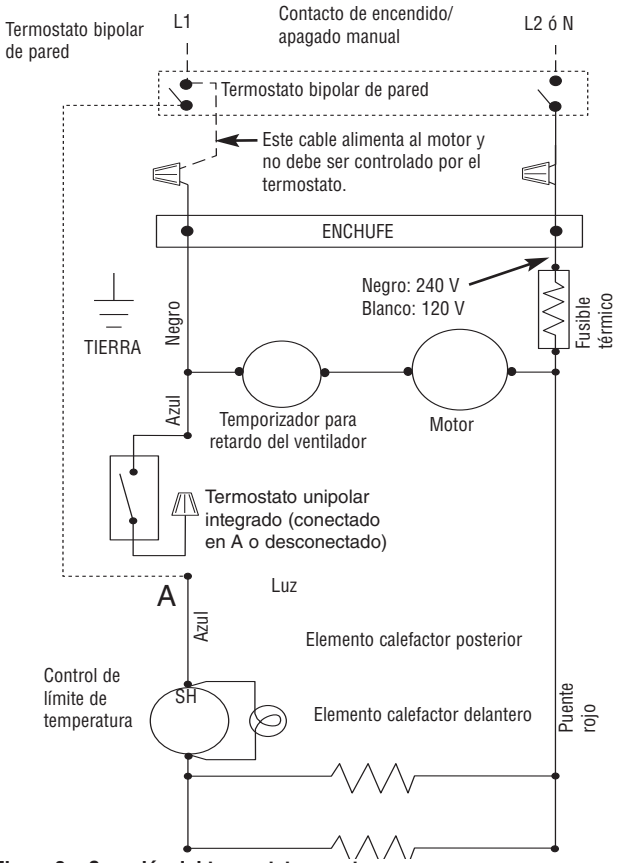

Figura 3 – Conexión del termostato remoto (si desea la menor potencia, desmonte el puente rojo)
b. Desconecte el cable azul del termostato integrado en el punto A indicado en el diagrama de cableado, figura 3, y cubra el extremo del cable con un conector a rosca aislado. Conecte el cable azul al cable del lado de carga del termostato (vea la figura 3). Conecte el resto de los cables de acuerdo a lo indicado en la figura 3.